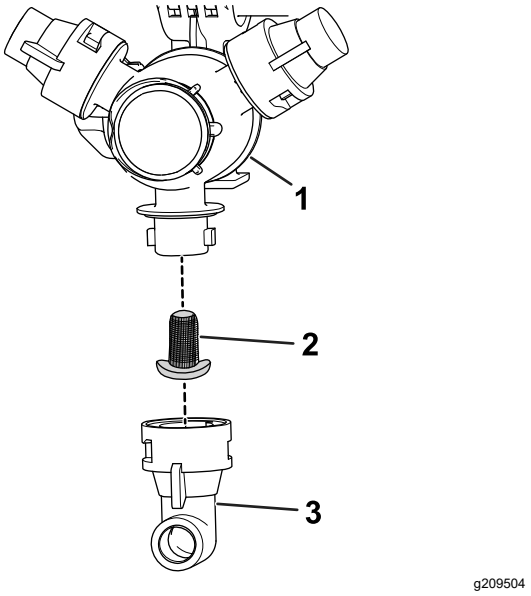

Figur 31
2. Ta bort munstycket från spruttornet (Figur 31).
3. Avlägsna munstycksfiltret (Figur 31).
5. Montera munstycksfiltret (Figur 31).
6. Montera munstycket på spruttornet (Figur 31).